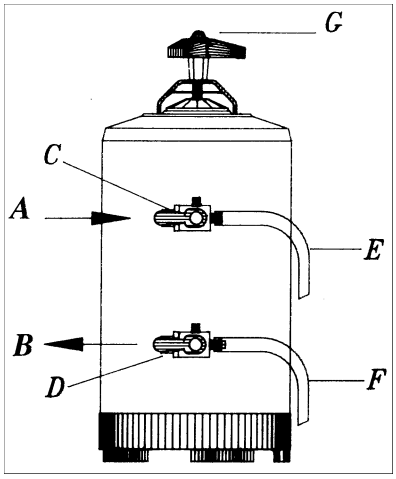

Рис.1. Основные узлы оборудования
2. Откройте оба крана C и D (поверните их влево, как показано на рис.1) и промывайте умягчитель проточной водой в течение по крайней мере 10 мин до тех пор, пока вода, вытекающая из трубки F, не станет прозрачной. Слив из трубки F производится в открытый сифон.